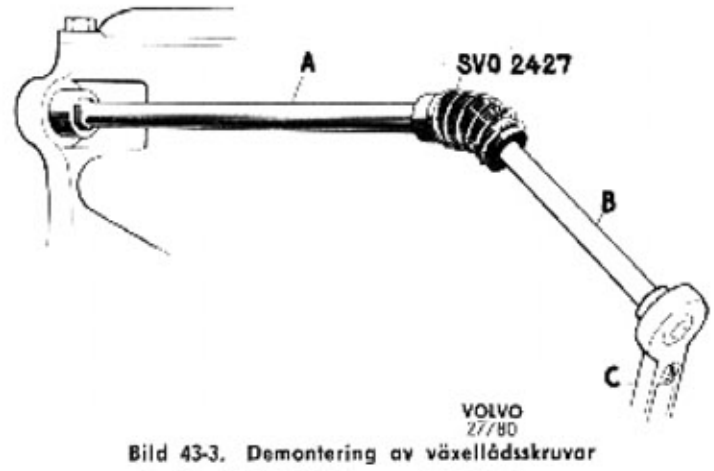

Bild 43-3. Demontering av växellådsskruvar
4. Lossa de övre skruvarna som håller växellådan vid svänghjulskåpan med hjälp av nyckel SVO 2487 (3/8" inv. sexkant) eller SVO 2488 (8 mm inv. sexkant) och kulled SVO 2427, se bild 43-3. Lossa de nedre skruvarna med en standard sexkantnyckel, helst extra lång. Drag ut och sänk ned växellådan.